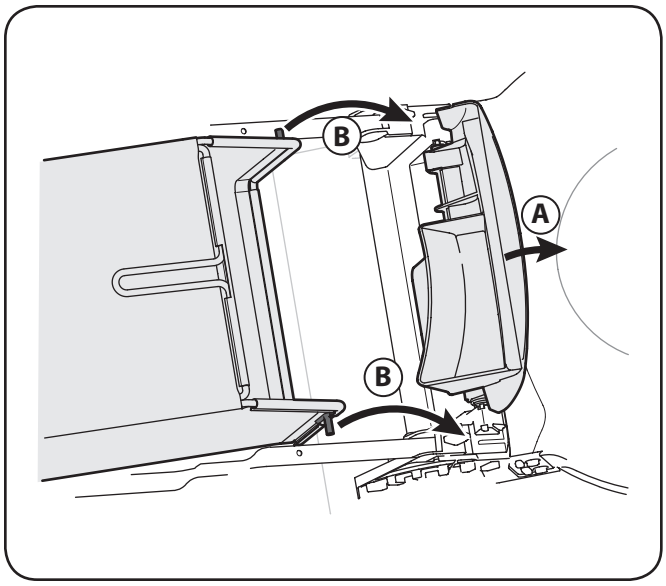

Figure 3-8
b. Place grass catcher into the slots in the handle brackets as shown in Fig. 3-8. Let go of discharge door so that it rests on the grass catcher.